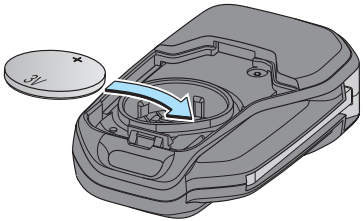

Fig. 15
- Insert a new battery from the side of the key fob as shown in the figure and ensure its proper seating **(ref. Fig. 15)**.